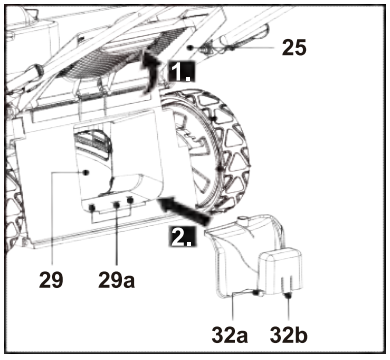

Fig. 16
1. Open the rear defector guard (25）, hold it in position and insert the mulching insert (32） into the rear discharge chute (29) (Fig. 16). Ensure the two spigots (32a) and the locking latch (32b) snap into the rear